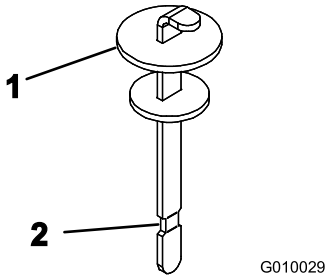

**Figur 19**
4. Ta ut oljestickan ur påfyllningsröret och torka av den med en ren trasa. För in oljestickan i påfyllningsröret, och ta sedan ut den igen och kontrollera oljenivån. Vätskenivån ska nå upp till markeringen på stickan (Figur 19).